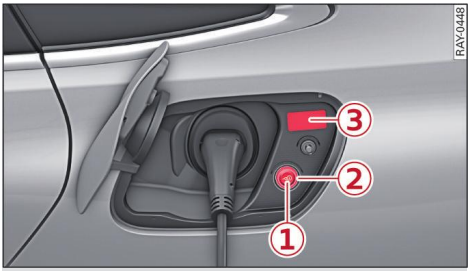

Fig. 76 Rear left side of vehicle: Charging unit consisting of charging socket, button and LED
- With the vehicle unlocked, press the button ① ⇨ *page 132, Fig. 76*.
- With the vehicle unlocked, press the button (1) ⇨ *page 132, Fig. 76*.
There is an LED on the charging unit that displays the current charging status (2) ⇨ *page 132, Fig. 76*. A sticker (3) on the charging unit describes the various indicators.